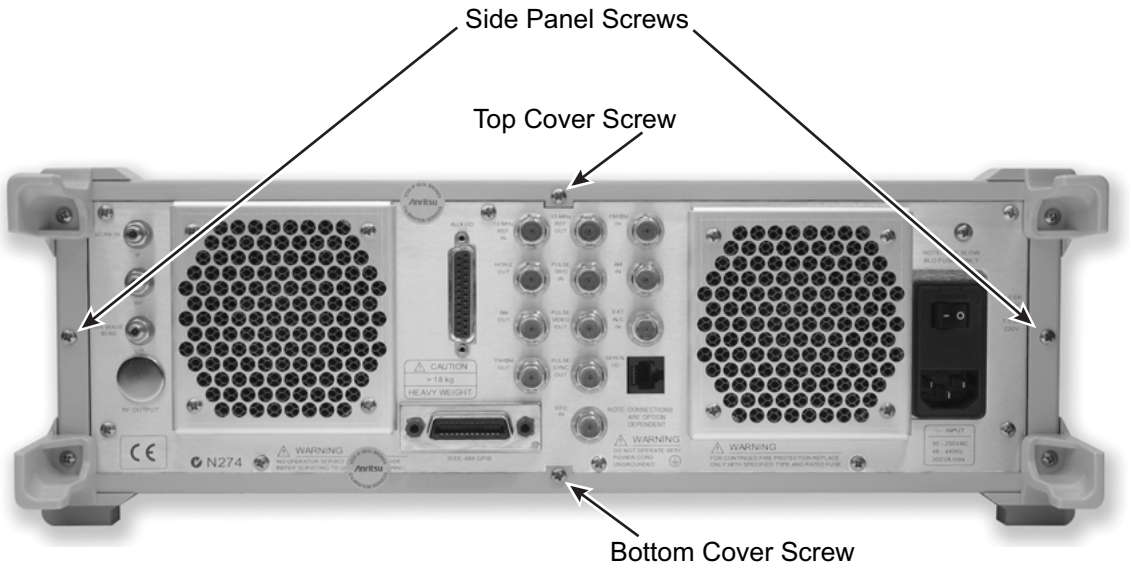

Figure 7-2. Rear Panel Retaining Screw Locations
3. Remove the screw that fastens the top cover to the chassis (see Figure 7-2 on page 7-7).
6. Remove the screw that fastens the bottom cover to the chassis. See Figure 7-2. At the rear of the instrument pull the cover upwards about 1.5 inches then pull the cover towards the rear of the instrument while sliding the cover out along the grooves in the chassis.
9. Remove the screw that fastens the left side cover to the chassis. See Figure 7-2.
11. Remove the screw that fastens the right side cover to the chassis. See Figure 7-2.